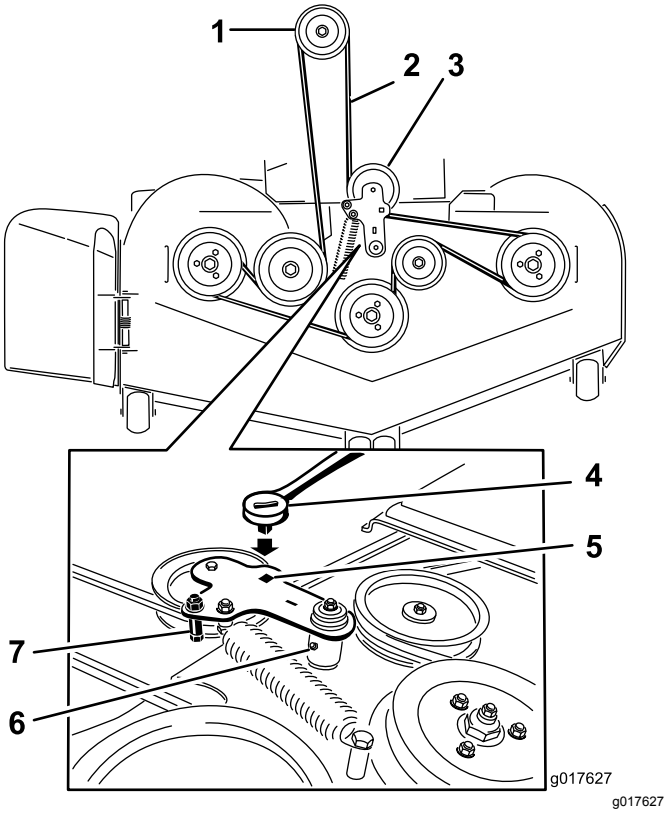

Figur 87
5. Løft opp gulvpanelet og sett en skralle i det firkantede hullet i klippeenhetens lederull (Figur 87).
6. Vri klippeenhetens lederull med urviseren og fjern klipperremmen (Figur 87).